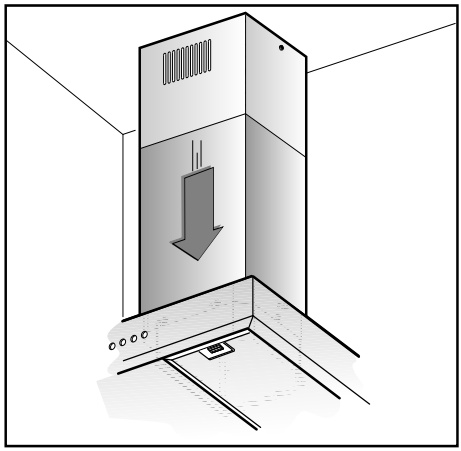

Fig.13
- Fjern tapen **L** og anbring det nederste skorstensstykke på emhættedelen (Fig. 13)